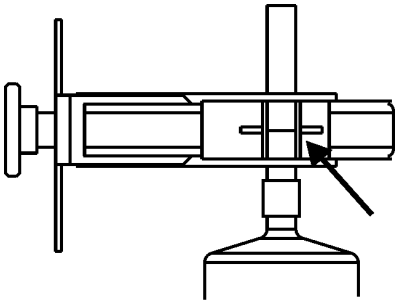

Рисунок 25
2.16.14 Установить сверху пипетки оптодатчик с номером 1 (3), снизу — оптодатчик с номером 2 (4), как показано на рисунке 2. Оптическая ось верхнего оптодатчика должна совпадать с меткой на пипетке (рисунок 25). Зафиксировать положение верхнего оптодатчика, поджав к нему отрезок трубки.